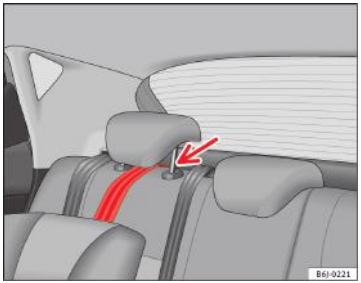

Fig. 28 Chinga de fixare: reglare şi montare corectă
– Dirijați cureaua de fixare Top Tether pe sub tetiera scaunului din spate ⇒fig. 28 (ridicați tetiera la nevoie).